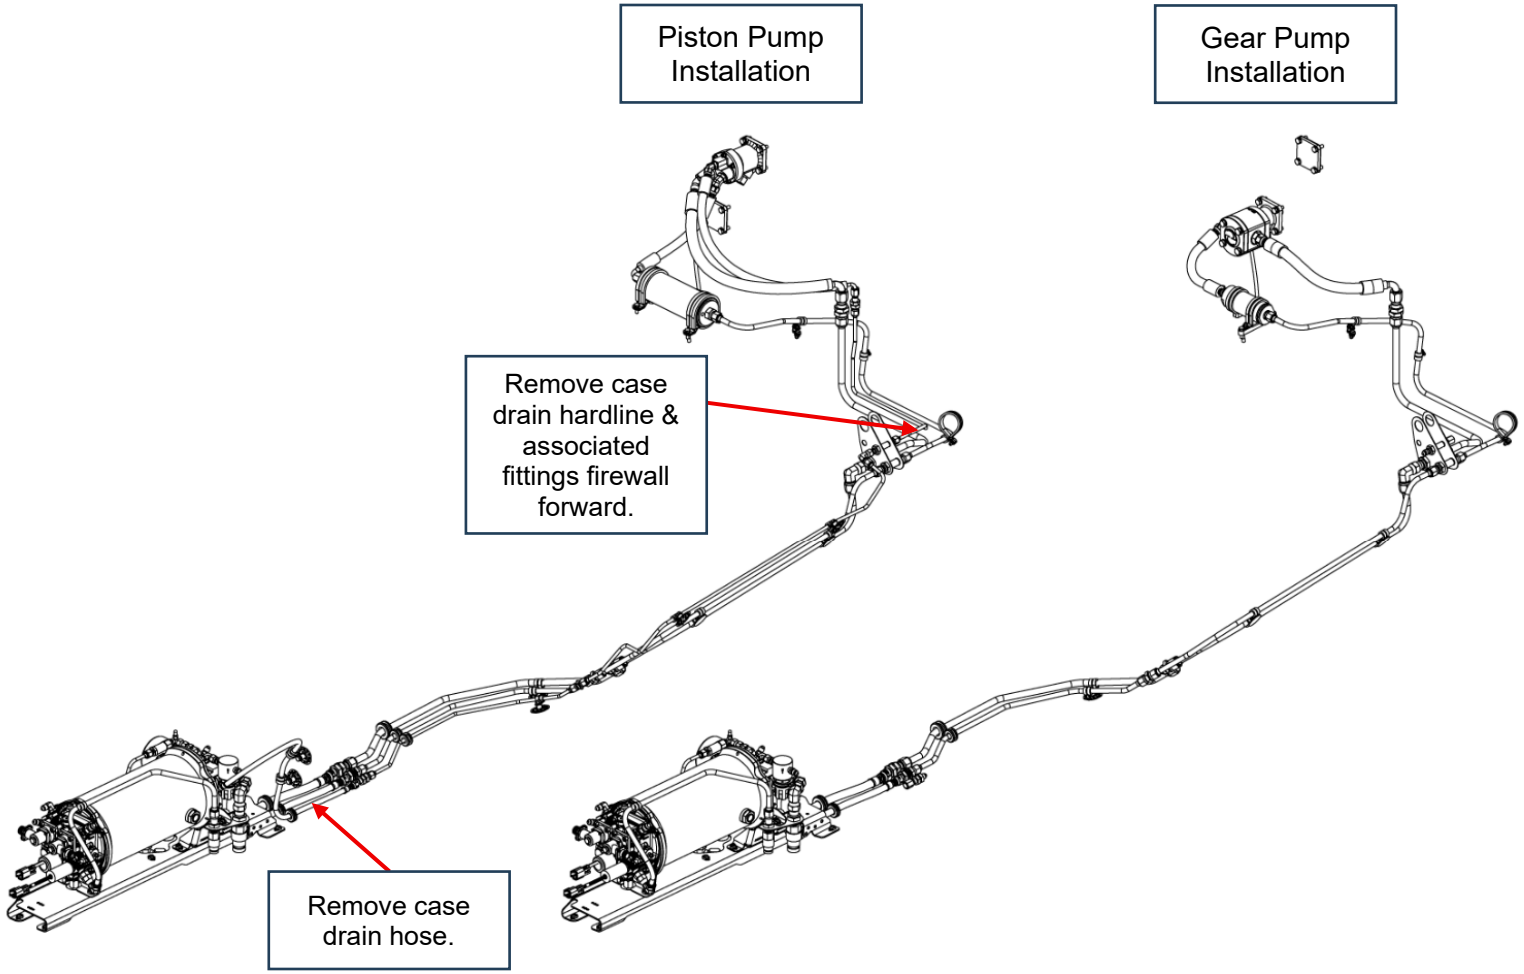

Figure 4: Piston and Gear Pump Installations
12. Remove case drain lines (refer to figure 4).